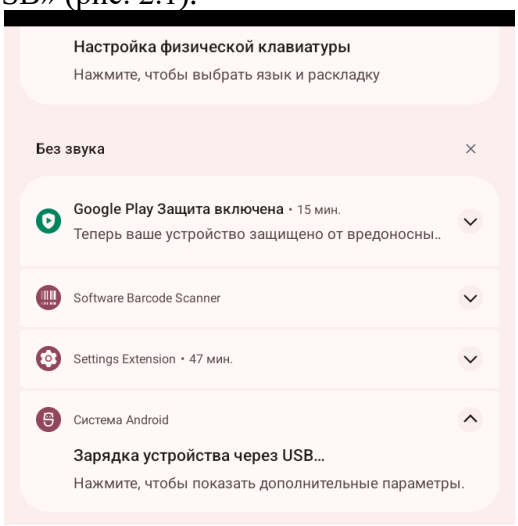

Рис. 2.1 – Зарядка устройства через USB
2. В планшете, в выпадающем сверху меню (провести по экрану сверху вниз), выбрать «Зарядка устройства через USB» (рис. 2.1).